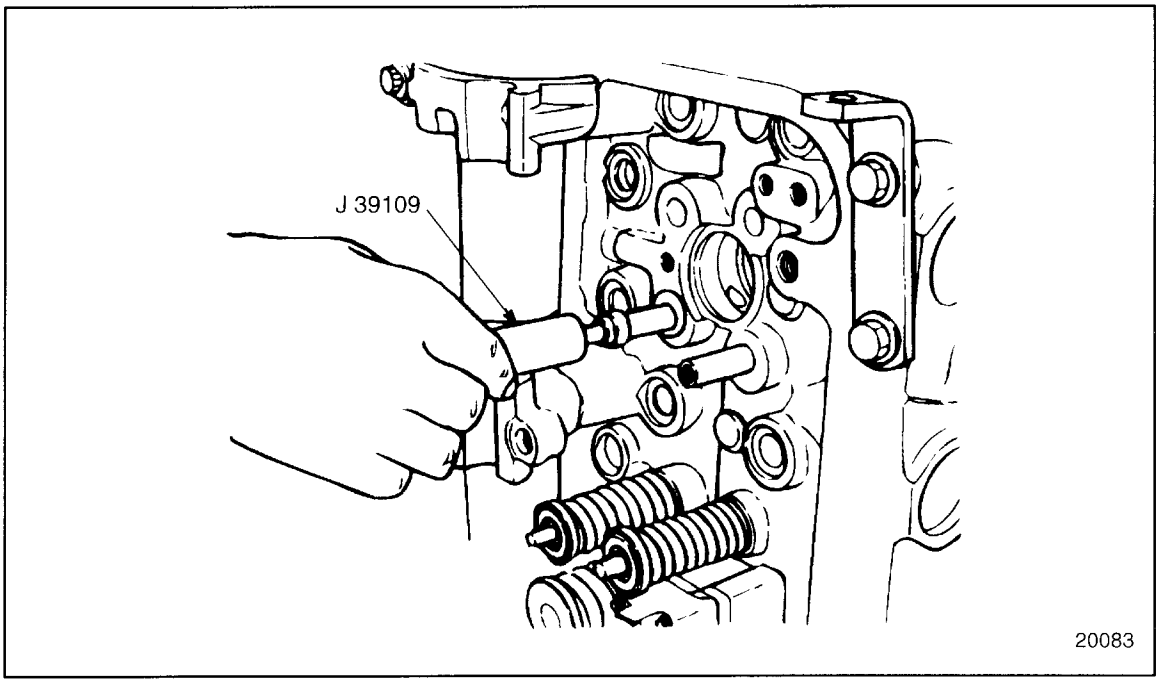

Figure 1-94 Valve Stem Oil Seal Installer
6. Push the seal down on the valve stem using the seal installer, J 39109, while holding the valve head against the seal. See Figure 1-94.